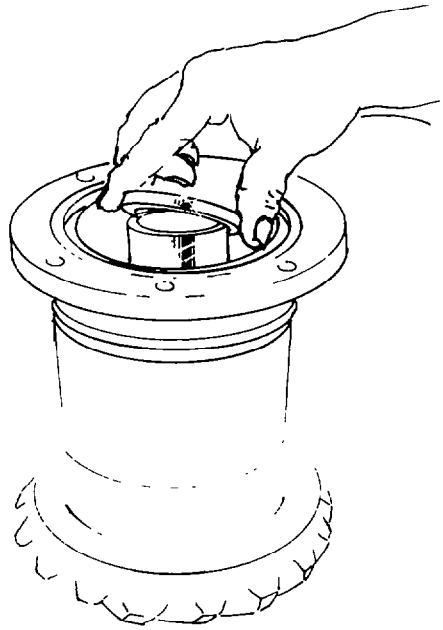

Fig. 320 — Installing Spacer
i. Install the spacer as shown in fig. 320.